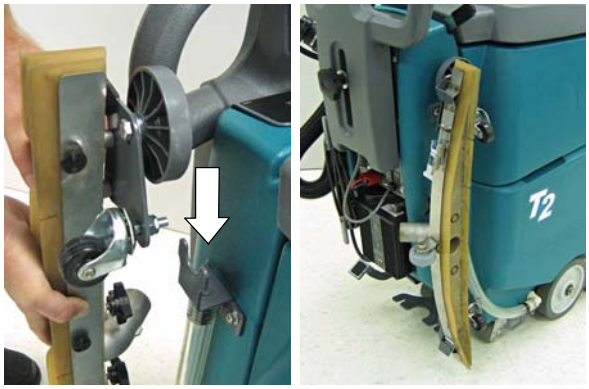

AFB. 7
7. Verwijder bij vervoer of opslag van de machine de vloerwissereenheid en hang de eenheid op de opbergbeugel (afbeelding 7).